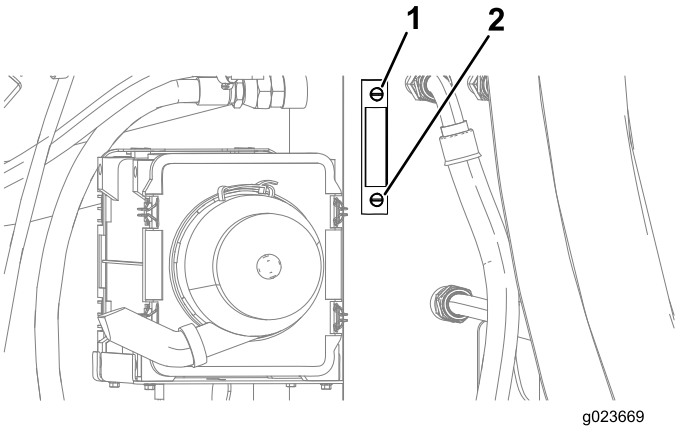
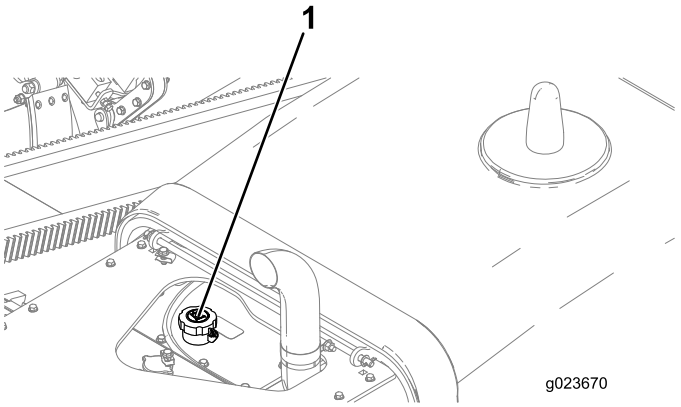

Rysunek 116
Rysunek 117
4. Poziom oleju sprawdzić na wzierniku na zbiorniku hydraulicznym (Rysunek 116).
5. Jeżeli poziom jest niski, odkręcić korek zbiornika oleju hydraulicznego (Rysunek 117), dolać niewielką ilość oleju i odczekać 2 minuty, aż poziom oleju we wzierniku się ustabilizuje (Rysunek 116).